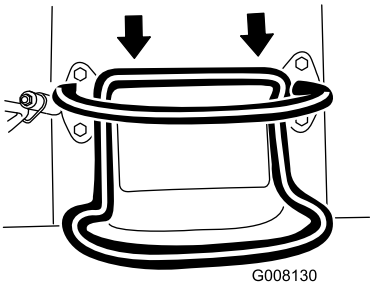

**Figuur 8**
- Om achteruit te rijden, beweegt u de tractiehendel naar achteren (Figuur 8). **Kijk bij het achteruitrijden altijd naar achteren en houd uw handen op de referentiebalk.**